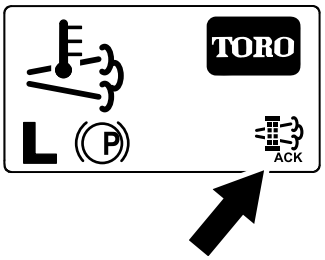

Figur 58
8. InfoCenter viser startskjermen, og regenereringsbekreftelsesikonet (Figur 58) vises i nedre høyre hjørne av skjermen mens regenereringen pågår.